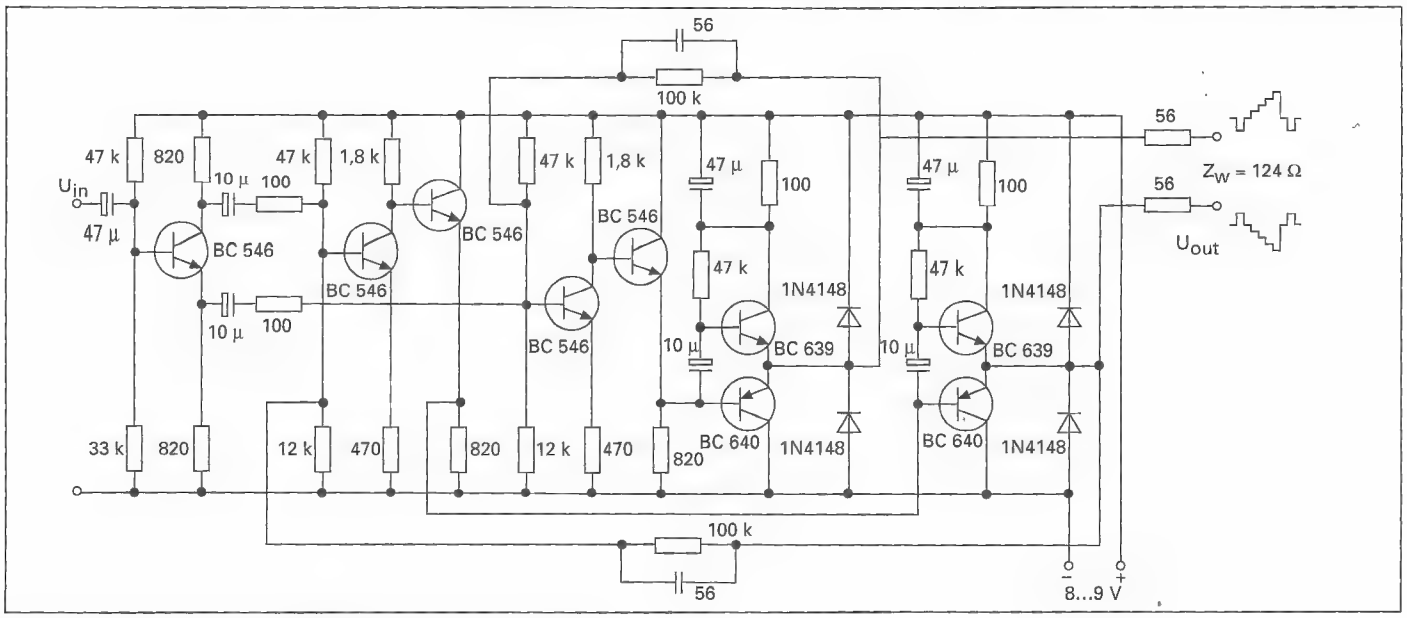

Bild 9: Leitungstreiber, aufgebaut aus Einzelhalbleitern
Bild 9 zeigt einen aus Einzelbauteilen realisierten Leitungstreiber. Der Entwicklungsaufwand dafür ist hoch. Die Bedingungen für einen stabilen, symmetrischen Betrieb sind schwerer zu erfüllen als in den beiden vorausgegangenen Schaltbeispielen. Vorteilhaft ist aber die Unabhängigkeit von der Lieferfähigkeit und -bereitschaft eines einzelnen IC-Fabrikanten. Die erste Stufe stellt am Ausgang zwei um 180° phasenverschobene Abbilder des Eingangssignals zur Verfügung. Die folgende Stufe verstärkt das Signal und sorgt für eine niedrige Ausgangsimpedanz, so daß die Leitungstreiberstufen angesteuert werden können. Die Schaltung kann Ausgangsspannungen von etwa 7 V (SS) liefern.